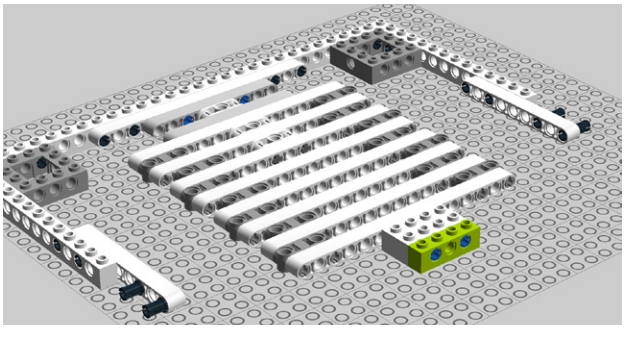

Figure 8-26. *Step 21: Adding another 4M Technic brick*
21. Add a third 4M Technic brick as seen in Figure 8-26.